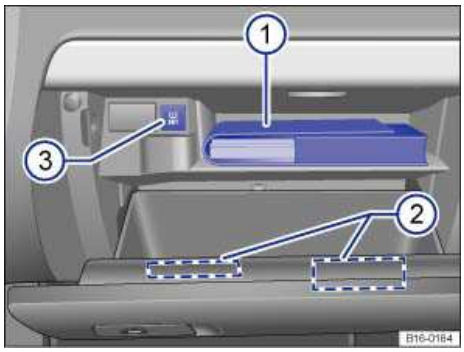

Fig. 105 Inside the glove compartment.
Key to ⇒ fig. 105:
The Owner's Manual is in this glove compartment slot ⇒ fig. 105 (1).